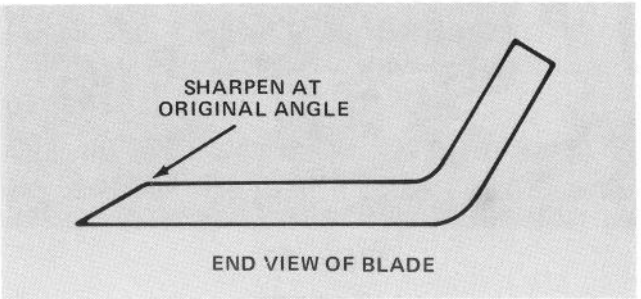

Figure 31
5. Using a file, sharpen cutting edge at both ends of the blade (Fig. 31).
IMPORTANT: Sharpen top side of blade and maintain original cutting angle (Fig. 31).